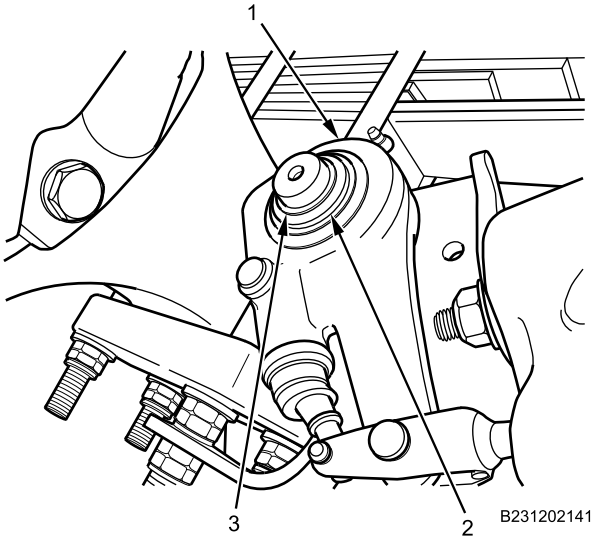

Figure 3. Snapring Installation.
2. Install washer on brake S-camshaft in between rear brake S-camshaft tube and slack adjuster assembly (Figure 3, Item 1).
3. Install slack adjuster assembly (Figure 3, Item 1) onto rear brake S-camshaft and secure with snapring (Figure 3, Item 3).
4. Check end play between rear brake S-camshaft and slack adjuster assembly (Figure 3, Item 1) with dial indicator. Desired end play is 0.000-0.060 in. (0.00-1.5 mm).
5. Remove snapring (Figure 3, Item 3) and install washers (Figure 3, Item 2) as necessary onto slack adjuster assembly (Figure 3, Item 1). Secure rear brake S-camshaft with snapring.